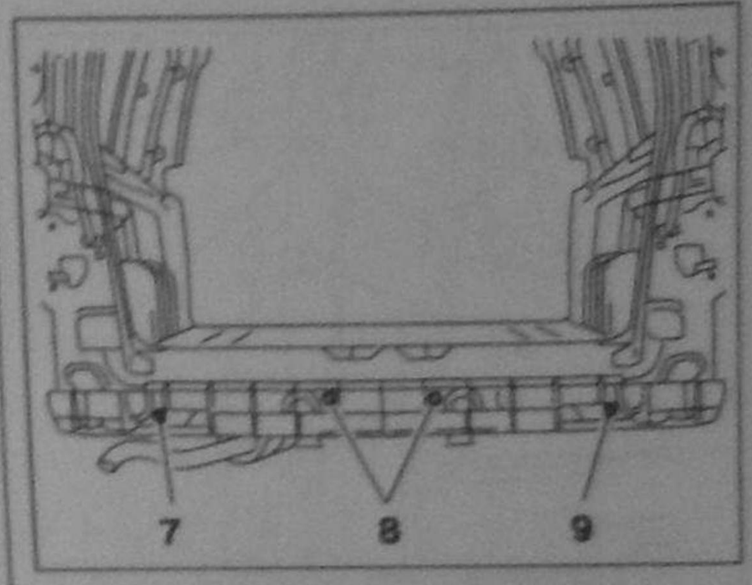

Рис. 10.3. Снятие и установка заднего бампера: 7, 8, 9 – Винты.
6. Снимите винты **7**, **8** и **9** (рис. 10.3).